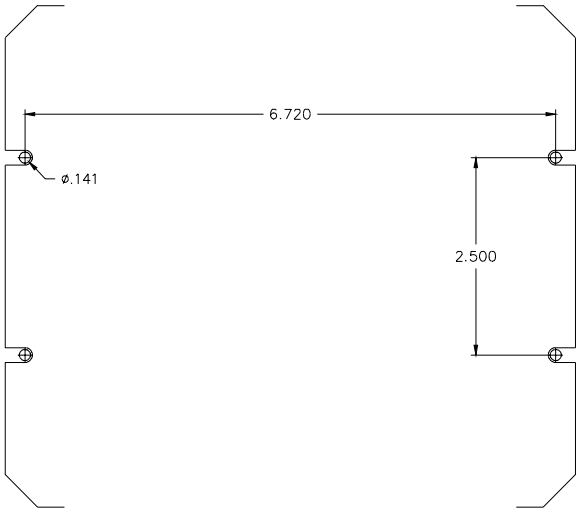

FIGURE 1
2. Mount the unit with the four supplied #8 sheet metal screws. If possible, a metal surface should be chosen for best heat dissipation. The mounting hole pattern dimensions are shown in Figure 1. The power supply can be used as a template to mark the drill locations. Predrill this surface with a 9/64 drill and secure the unit.